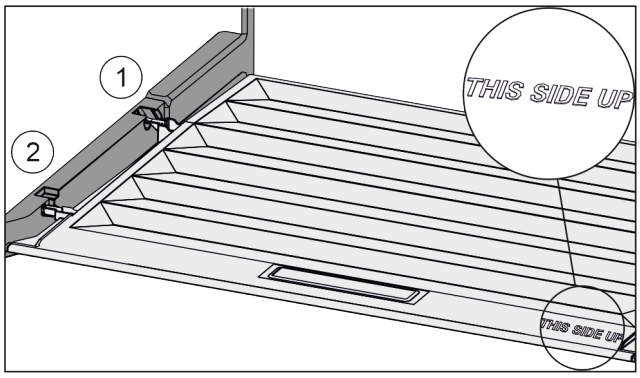

Fig. 44
▶ Introduire les rainures du couvercle par l'orifice du support arrière *Fig. 44 (1)* et les enclencher à l'avant dans le support *Fig. 44 (2)*.